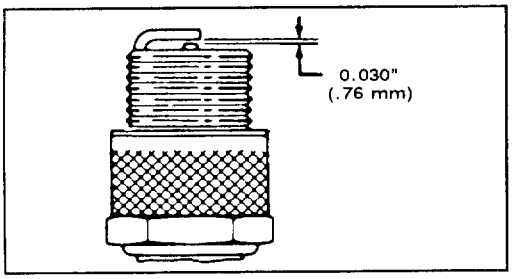

Figure 21
3. Set air gap at 0.030" (0.76 mm) (Fig. 21). Install correctly gapped spark plug and gasket seal. Tighten plug firmly to 15 ft-lb (20 N·m).